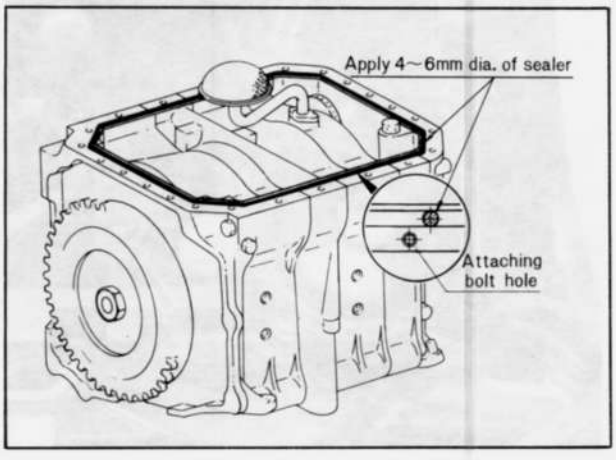

Fig. 1–89 Applying sealing agent
4. Apply the 4 ~ 6 mm (0.16 ~ 0.24 in) diameter continuous bead of **sealer** (Part number 8527 77 739) on the mounting surface of the oil pan as shown in Fig. 1–89.